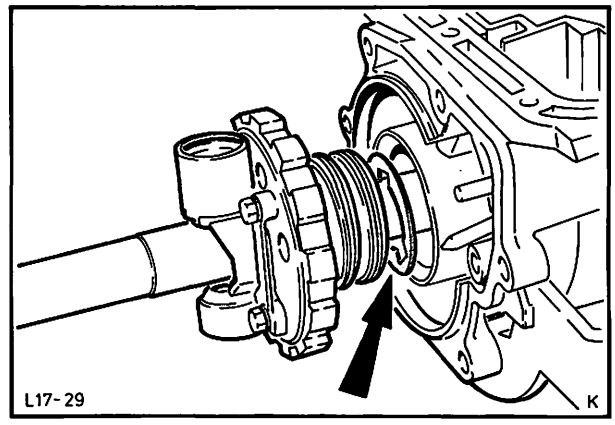

Abb. 54 Abtriebswelle komplett mit Regler und Anlaufscheibe Nr. 8
16. Abtriebswelle komplett mit Regler und Anlaufscheibe Nr. 8 nach hinten herausziehen. Abb. 54.